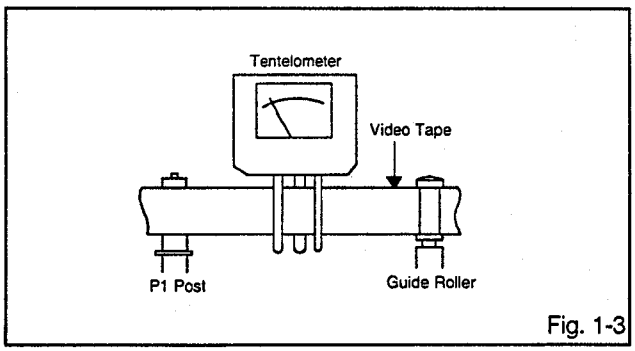

Fig. 1-3
2. Install the tentelometer as shown in **Fig. 1-3**. Confirm the value is within 20~27gr/cm at this time.